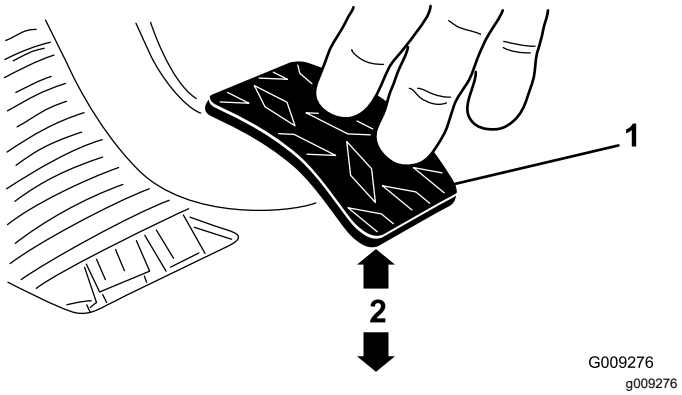

Figur 65
3. Justera kontramuttrarna eller kulleden så att den bakre kanten på kopplingspedalen är 9,2–9,8 cm från ovansidan av golvplattans diamantmönster när en kraft på 1,8 kg appliceras på pedalen (Figur 65).